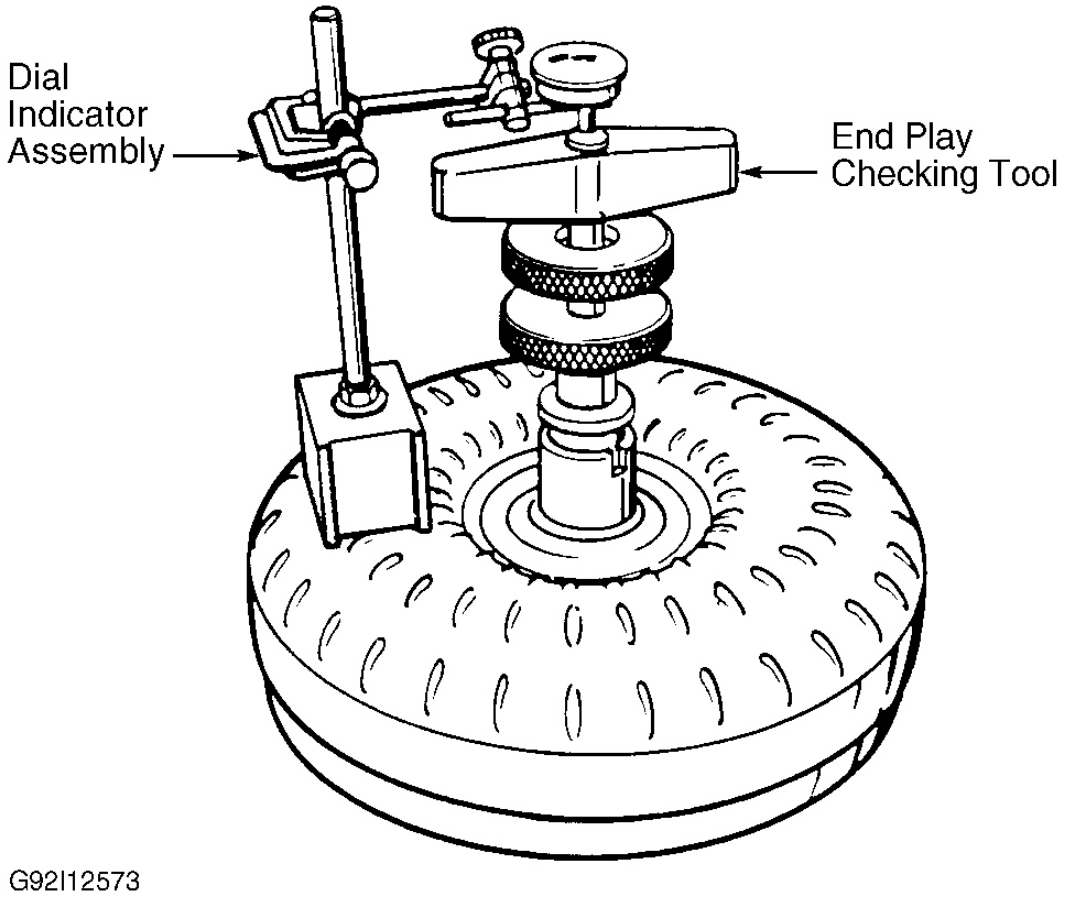

Fig. 3: Checking Torque Converter End Play
1. Inspect torque converter for hub scoring, cracks or weld area cracks before checking end play. Install End Play Checking Tool (J-35138) on torque converter. See **Fig. 3** .